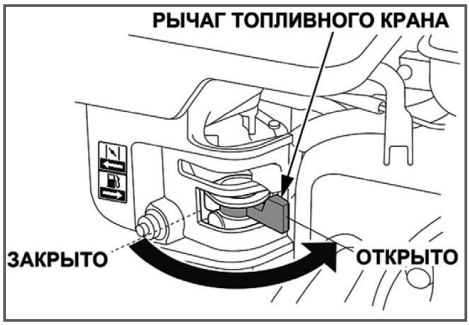

Рис. 8 Топливный кран открыт
1. Откройте топливный кран. Для этого рычаг топливного крана (Рис. 8) установите в крайнее правое положение.